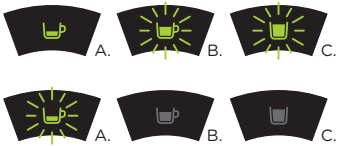

Fig. 17: Programming the espresso extraction button.
- Then press the espresso extraction button until the indicator lights of the coffee and the tea extraction buttons start blinking. Press the espresso extraction button (see **Fig. 17**). The indicator lights of the coffee and the tea extraction buttons go out.